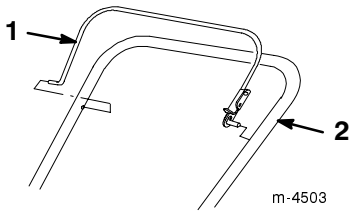
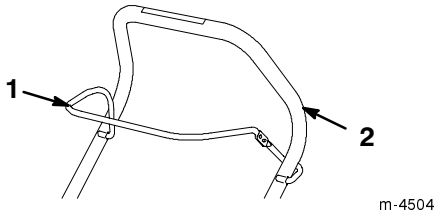

**Figur 4**
**Figur 5**
2. Montera styrstången på det övre handtaget enligt anvisningarna i figur 4 (modell 38428 och 38429) eller figur 5 (modell 38441 och 38442).